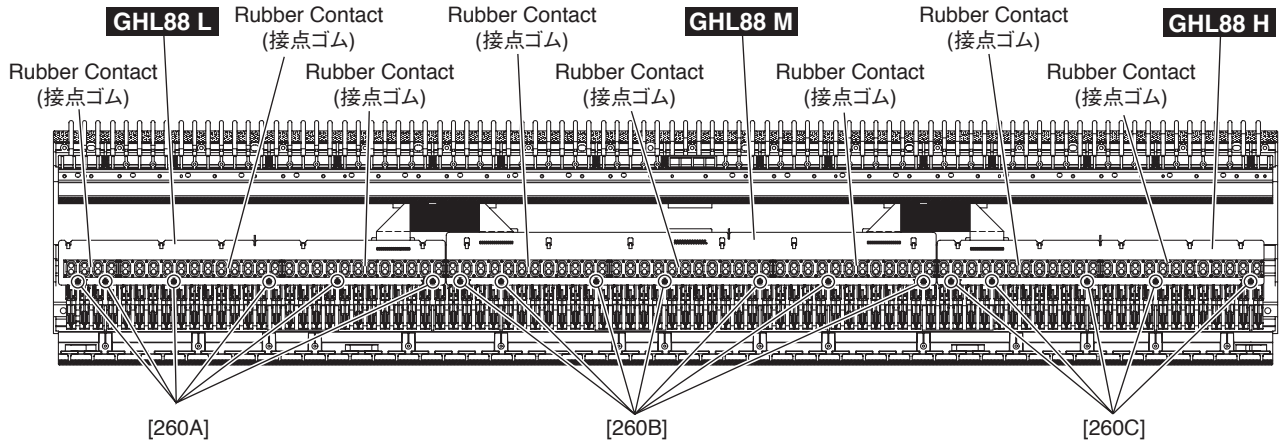

Fig.21（図 21）
Remove the black and white key assembly for two octaves related to the subject rubber contact. The rubber contact can then be removed. (Fig.21, Fig.22)
(図 21, 図 22)
Remove the six (6) screws marked [260A]. The GHL88 L circuit board can then be removed. (Fig.21)
[260A] のネジ 6 本を外して、GHL88 L シートを外します。(図 21)
Remove the seven (7) screws marked [260B]. The GHL88 M circuit board can then be removed. (Fig.21)
[260B] のネジ 7 本を外して、GHL88 M シートを外します。(図 21)
Remove the five (5) screws marked [260C]. The GHL88 H circuit board can then be removed. (Fig.21)
[260C] のネジ 5 本を外して、GHL88 H シートを外します。(図 21)
Tighten the six (6) screws marked [260A] to fix the GHL88 L circuit boards. (Fig.21)
Tighten the seven (7) screws marked [260B] to fix the GHL88M circuit board. (Fig.21)
Tighten the five (5) screws marked [260C] to fix the GHL88 H circuit board. (Fig.21)
GHL88 L シートを取り付け、[260A] のネジ 6 本で固定します。(図 21)
GHL88M シートを取り付け、[260B] のネジ 7 本で固定します。(図 21)
GHL88 H シートを取り付け、[260C] のネジ 5 本で固定します。(図 21)